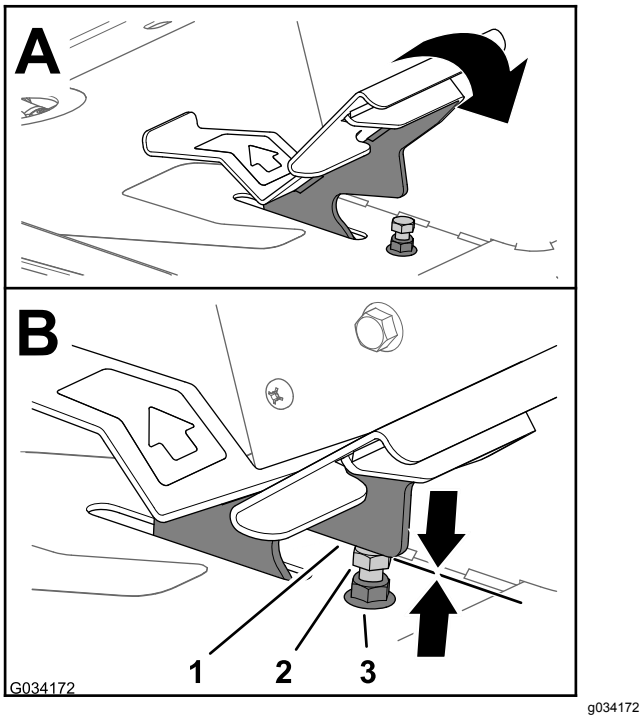
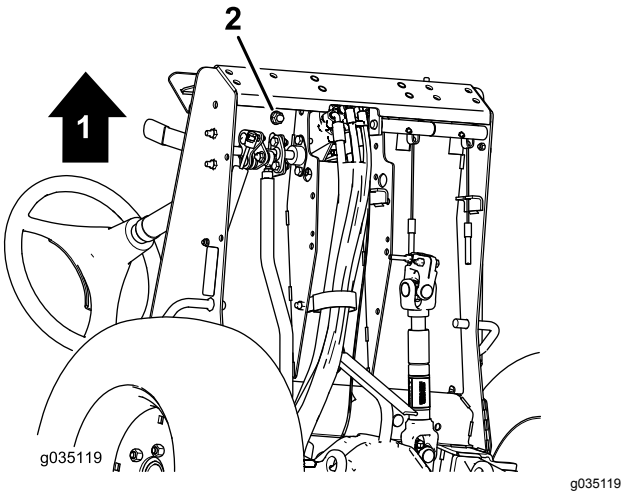

Figur 78
Figur 79
1. Tryck ned gaspedalen helt framåt (Figur 78) .
A. Håll gaspedalsstoppet (Figur 78) med en skiftnyckel.
B. Lossa kontramuttern på nedre delen av fotstödsplattan (Figur 79).
C. Tryck gaspedalen helt framåt (Figur 78).
D. Håll gaspedalsstoppet medan du justerar kontramuttern som sitter ovanför fotstödsplattan (Figur 78) tills gaspedalen kommer i kontakt med stoppet.
F. Håll gaspedalsstoppet medan du drar åt kontramuttern längst ned på fotstödsplattan (Figur 78 och Figur 79) till 37–45 N·m.